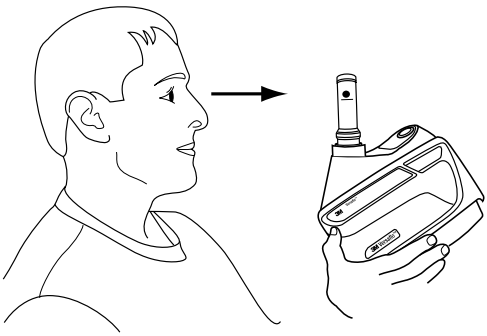

Fig. 14-2 Vérification du débit d'air
- Avec le débitmètre en position verticale, s'assurer que le bas de la bille flottante est vis-à-vis ou au-dessus de la marque de débit minimal indiqué par la lettre correspondant à votre « zone » (Fig. 14-2). Pour obtenir une lecture exacte, le débitmètre doit se trouver en position verticale.